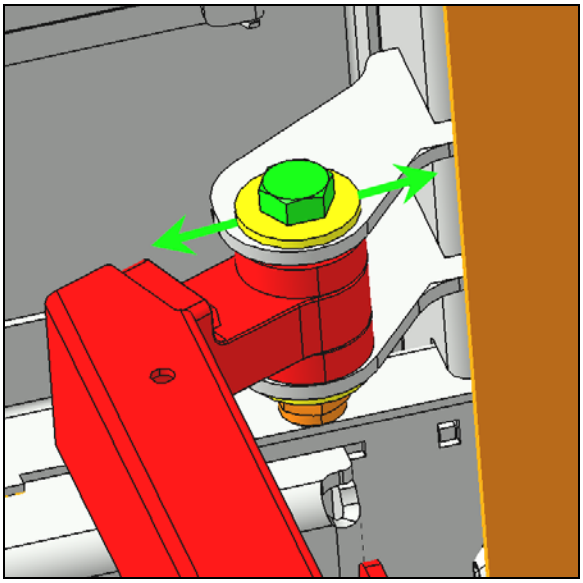

FIGURE 51:
8. Si la position longitudinale au niveau du bras inférieur est hors tolérance, vous pouvez ajuster la porte en utilisant le jeu au point d'attache entre le bras inférieur et le châssis. (Figure 51:).